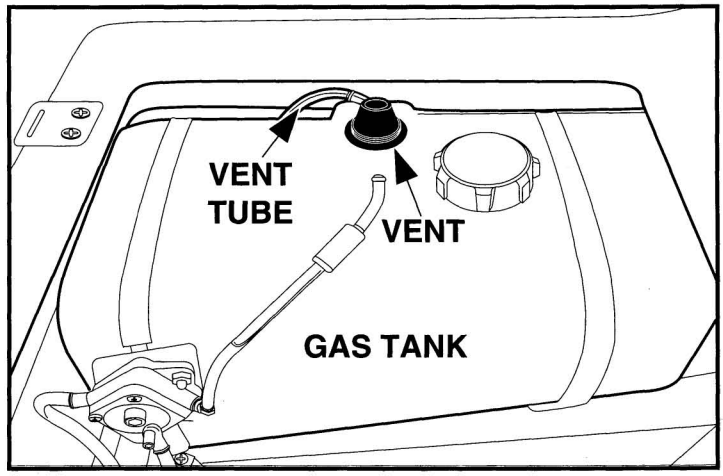

Figure 18
- IF THE VEHICLE HAS AN ALL WEATHER ENCLOSURE INSTALLED, THE GAS TANK MUST BE PROPERLY VENTED AS SHOWN IN FIGURE 18, PAGE 37.